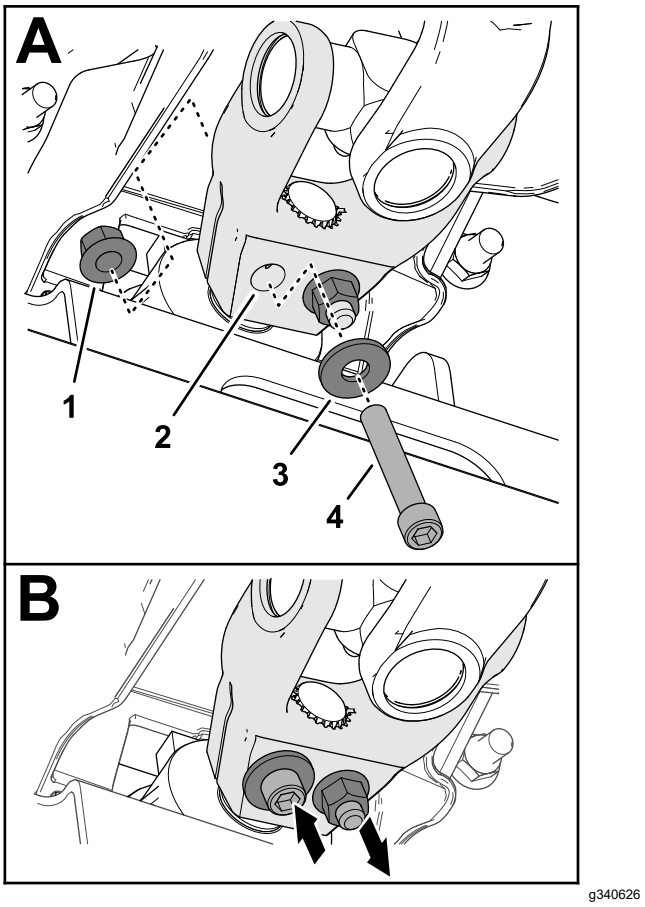

Bild 19
6. Montieren Sie eine Innensechskantschraube (⅜“ x 2¼") durch eine Unterlegscheibe (⅜“) und die Bohrung in der Antriebswellengabel (Bild 19), und sichern Sie die Innensechskantschraube mit einer Sicherungsbundmutter (⅜").
7. Montieren Sie eine Innensechskantschraube (⅜“ x 2¼") durch eine Unterlegscheibe (⅜“) und die Bohrung in der Antriebswellengabel von der entgegengesetzten Richtung (Bild 19), und sichern Sie die Innensechskantschraube mit einer Sicherungsbundmutter (⅜").